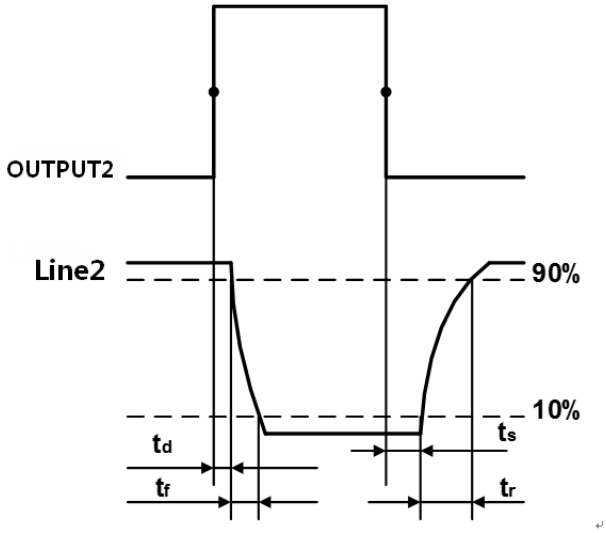

图 7-9 Line2 输出电路参数
- 上升沿延时=tr+td：<20μs（0℃~45℃），参数说明见图 7-9
- 下降沿延时=ts+tf：<20μs（0℃~45℃），参数说明见图 7-9